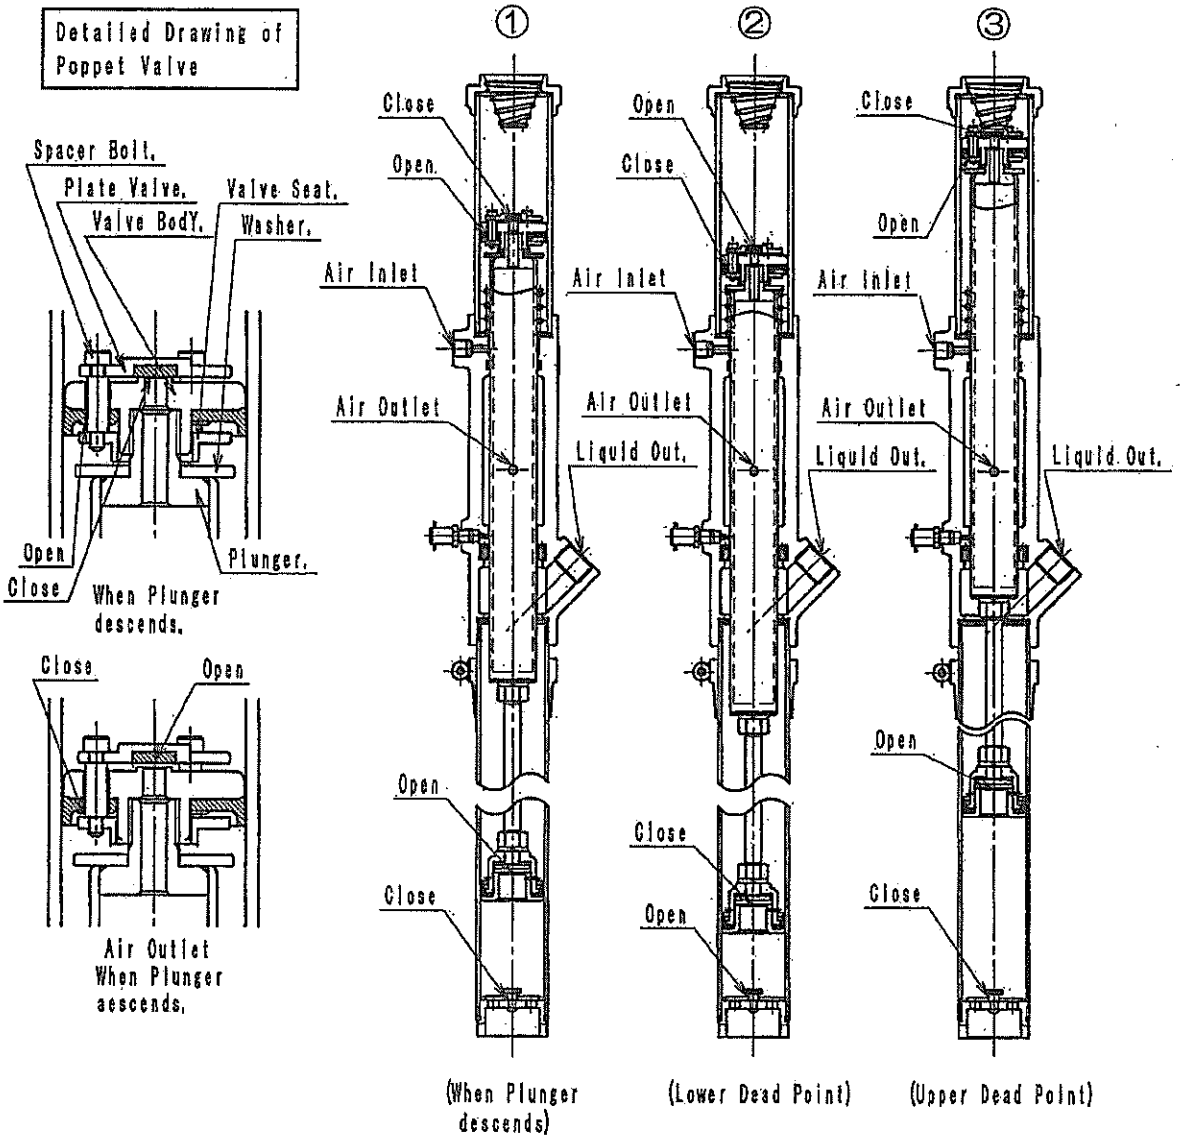

Fig. 3-1 Pump Mechanism
3.1 Mechanism (See Fig. 3-1, Detail Drawing of Poppet Valve)